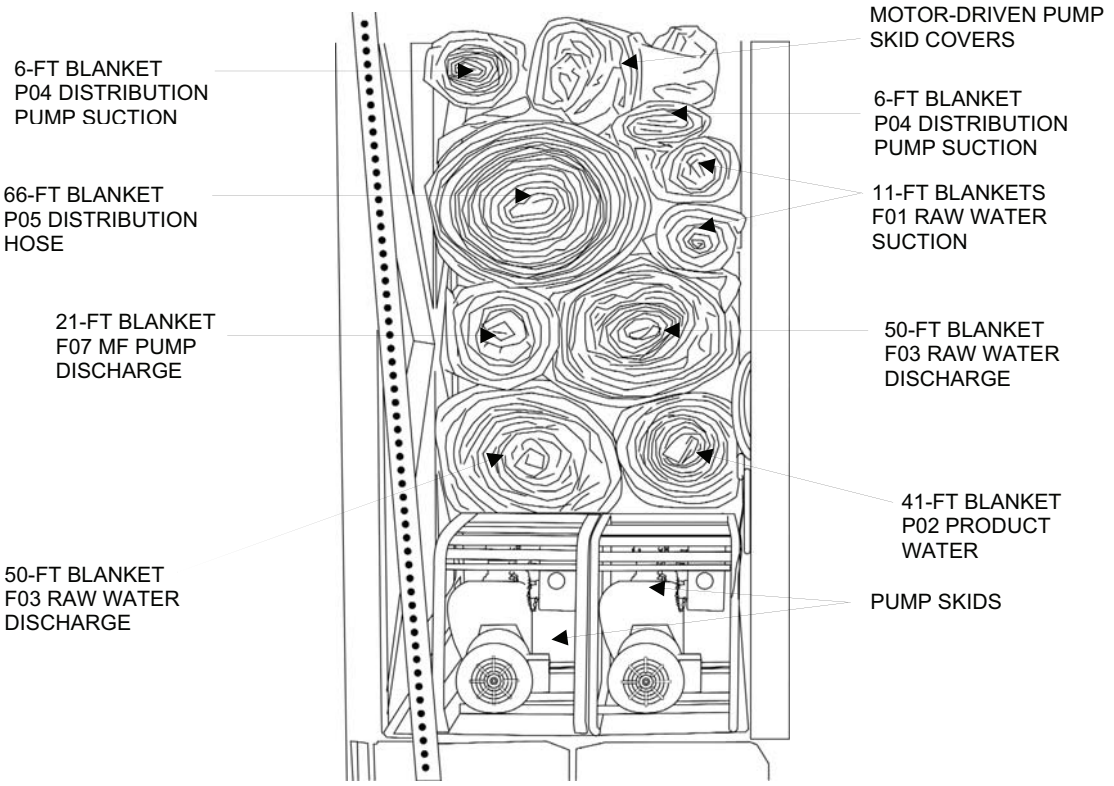

Figure 12. Operator Station Packout 3
8. Stack the following items on top of BII box #5 and the buckets (Figure 12):
10. Place the motor-driven pump skids side by side in front of BII Box #4 with motors facing out (Figure 12).